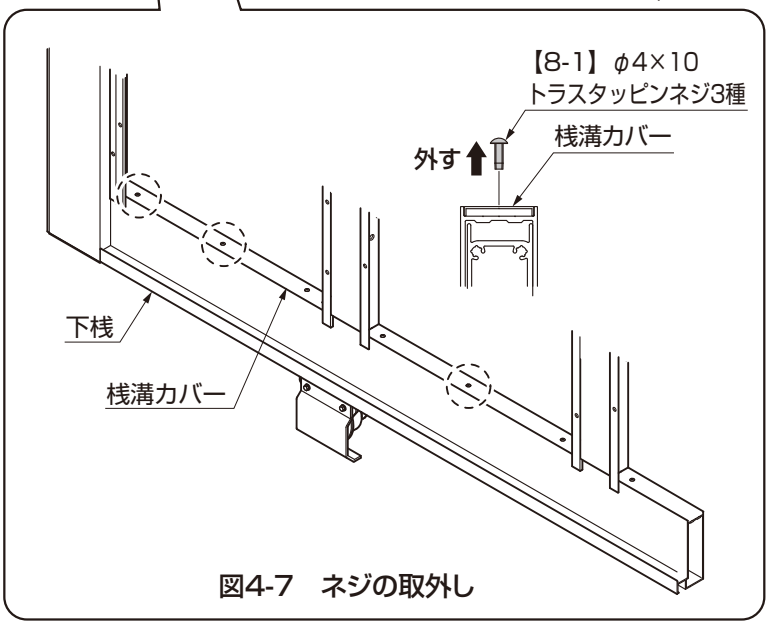

図4-7　ネジの取外し
①下桟の溝桟カバー両端部及び中央に付いている【8-1】を外してください。（図4-7参照）